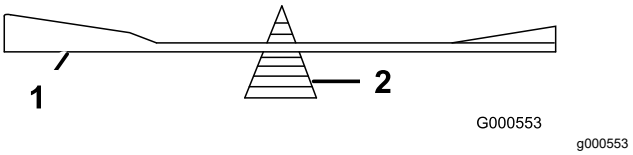

Figur 35
2. Sjekk knivens balanse ved å legge den på en balanseringsinnretning (Figur 35).